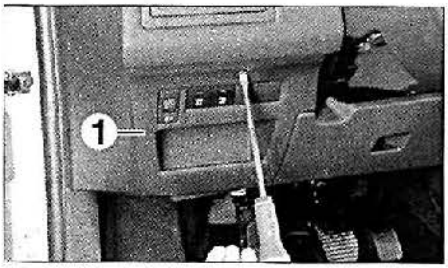

FIG. 9
• Abrir la trampilla de acceso (1) a la caja de fusibles **(fig. 9)**.